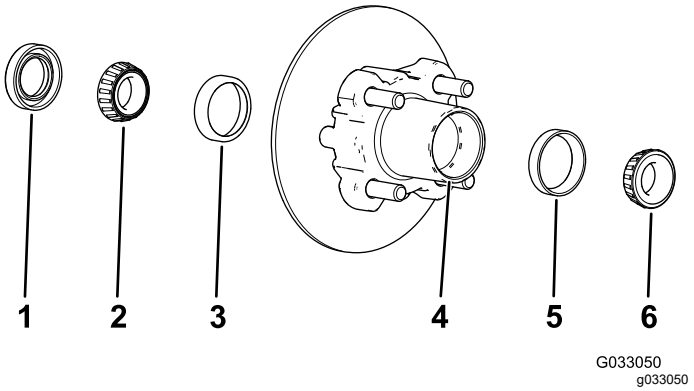

Figur 33
1. Avlägsna det yttre lagret och lagerbanan från navet (Figur 33)
2. Ta bort tätningen och det inre lagret från navet (Figur 33)
5. Avlägsna allt fett, smuts och skräp från håligheten i navet (Figur 33).
7. Fyll navets hålighet till 50–80 % med angivet fett (Figur 33).
8. Montera det inre lagret på banan på navets insida, och montera tätningen (Figur 33).